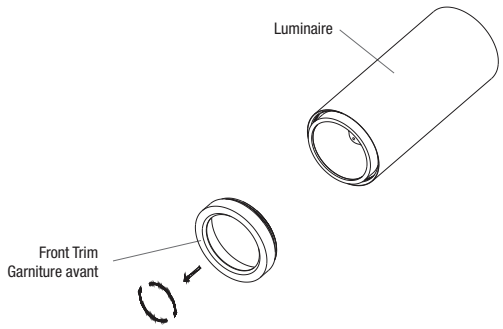
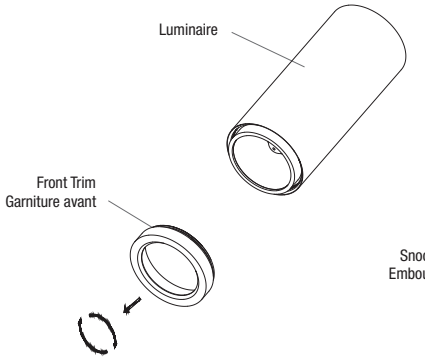

**Fig. 1a**
**Fig. 2a**
1. Dévisser la garniture avant vers l'extérieur (Fig. 1a, Fig. 2a).